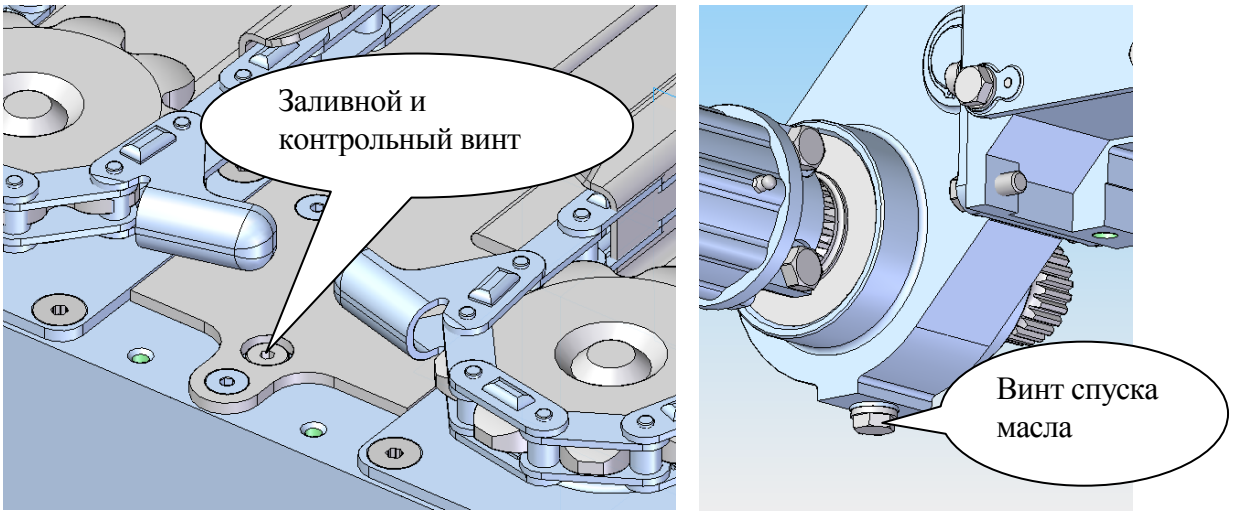

Рис. 15.
- Расход приводного масла в главном приводе найдёте в п. 2. Проверка уровня масла происходит после устранения контрольного винта с помощью стержня или отвёртки (Рис. 15). При горизонтальном положении русла высота уровня масла должна составлять 20 мм.